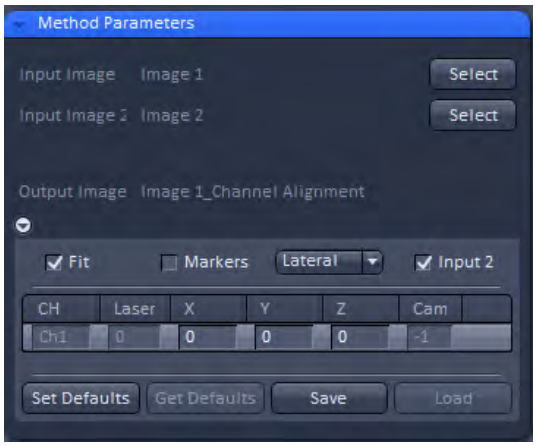
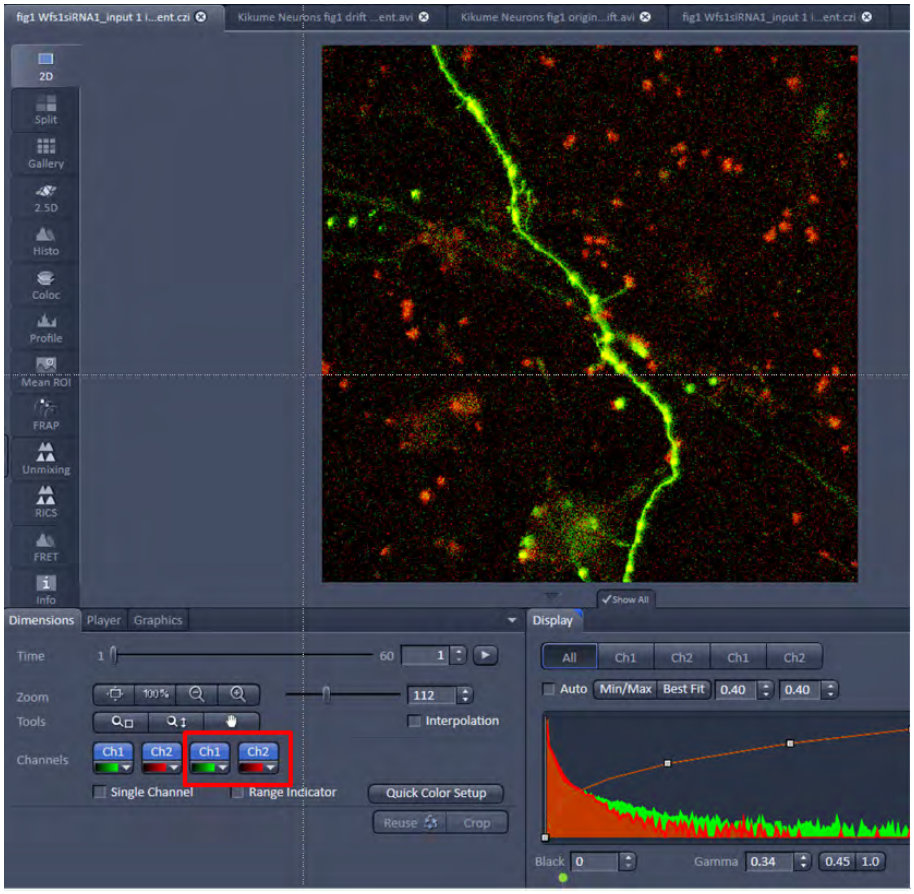

Fig. 510 **Methods Parameter of the Channel Alignment Processing tool**
Fig. 511 **The boxed channels represent the drift corrected ones.**
- Apply drift correction. In the **Channel alignment** Processing function select the reference time series as **input 1** and the original time series as **input 2**. Check the **Fit** box and the **Input 2** box and leave **Marker** box unchecked (Fig. 510). Select **lateral** from the **correction mode selection** drop down menu. Press **Apply**. The resulting image will have a doubling in channels. The first half represents the original data set, the second half the drift corrected data set (Fig. 511). The number of channels depend on the number of channels of the original time series.